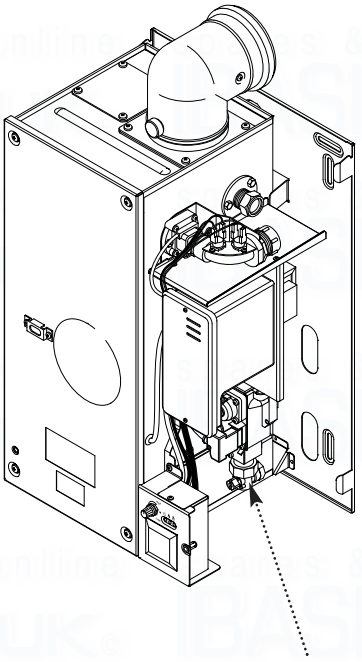

Fig. 15
2. The connection to the appliance is a ½in BSPT internal threaded connection located at the rear of the gas service cock (Fig. 15).